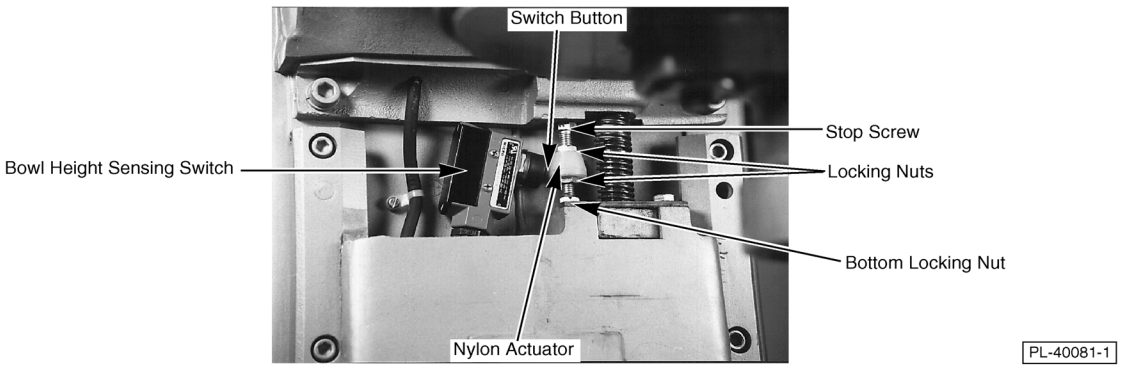

Fig. 10
2. Loosen the Bottom Locking Nut (Fig. 10), and turn the Stop Screw *counterclockwise* to increase the clearance or *clockwise* to decrease the clearance.